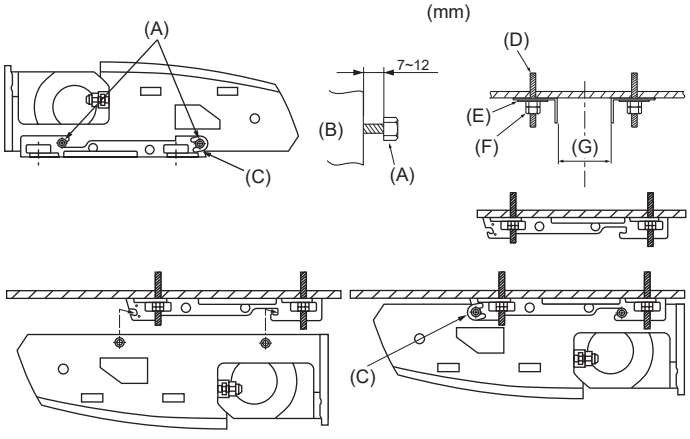

Fig. 3-6
2) Installazione in primo luogo della staffa di sospensione sul soffitto (Fig. 3-6)